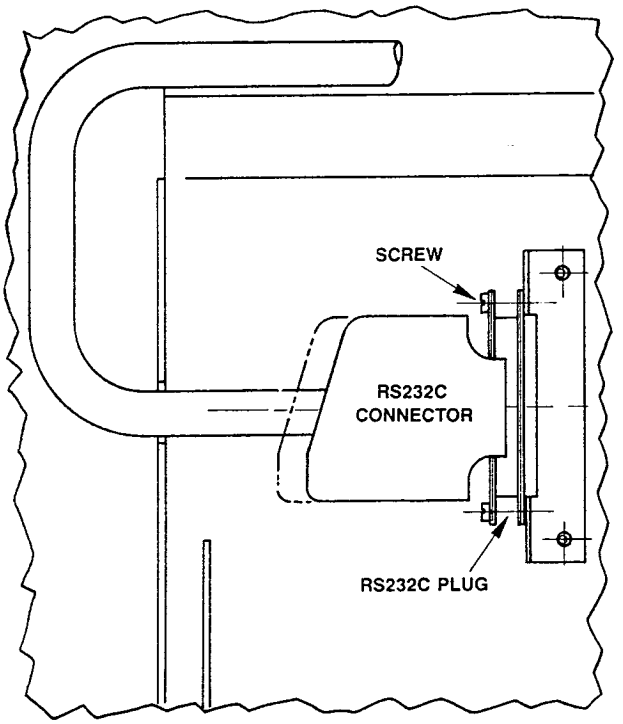

FIGURE 18—MSMU/RS 232C CONNECTOR
07.25 The RS 232C connector is located *behind* the metal faceplate of the MSMU, making it necessary to connect the printer cable *before* the PCB is installed in the MKSU. Secure the printer connector using the two screw holes provided on the PCB connector (Figure 18).